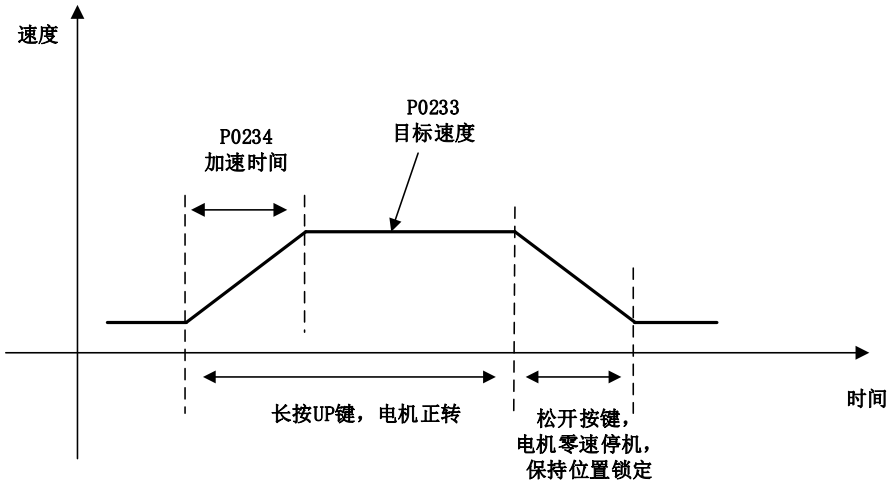

图 6.3 离线辨识以 JOG 点动模式辨识(以正转为例)
5) 离线辨识有不同的速度曲线及关联参数，参考图 6.3 。